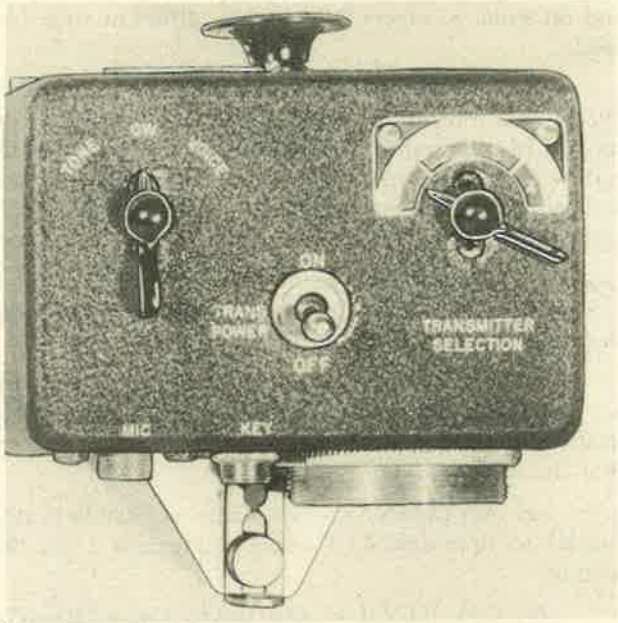

Figure 486—SCR-274-N Transmitter Remote Control Unit
5. RADIO CONTROL BOX BC-451-( ).— The radio control box (figure 486) for remote control of the transmitting equipment is mounted on the upper left-hand side of the pilot's compartment, adjacent to the receiver control box. This box contains a three-position switch ("TONE-CW-VOICE") which controls the circuits determining the type of emission; a four-position switch which controls the circuits determining the choice of transmitter; a microphone jack; an external key jack; a built-in key; a toggle switch in the line from the power; and one receptacle for connection to the modulator unit. The microphone jack is constructed in such a manner that the sleeve may be grounded to the box, or not, by turning the protruding knurled nut by hand as far as it will go, counterclockwise or clockwise, respectively. In the counterclockwise position, the sleeve is grounded. The push-to-talk button on the microphone closes the microphone and relay circuits when the button is actuated. With the nut in the maximum clockwise position, the push-to-talk button may be locked closed, after which the pressing of the built-in key, external key, or throttle switch will perform the same functions that the push-to-talk button did when the knurled nut was in its full counterclockwise position. Although the "TRANSMITTER SELECTION" switch is a four-position switch designed to select one of four transmitters, only positions "1" and "2" are used in this installation.